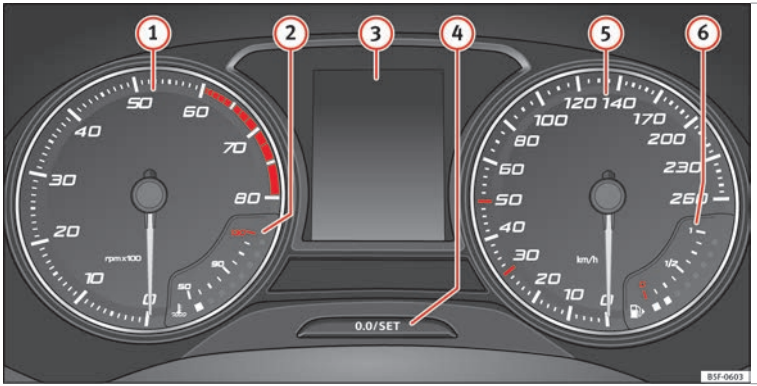

Fig. 113 Instrument panel, on dash panel
The rev counter indicates the number of engine revolutions per minute ››› Fig. 113 (1).
Never allow the rev counter needle (1) ››› Fig. 113 to go into the red zone on the scale for more than a very brief period, otherwise there is a risk of engine damage.
A variety of information can be viewed on the instrument panel display ››› Fig. 113 (3) depending on the vehicle equipment:
- Briefly press the button ››› Fig. 113 (4) to reset the trip recorder to 0.
- Keep the button (4) pressed for about 3 seconds and the previous value will be displayed.
- To set the time, keep the button ››› Fig. 113 (4) pressed for more than 3 seconds to select the hour or minute display.
- To continue setting the time, press the upper or lower part of the button (4). Hold button down to scroll through the numbers quickly.
- Press the button (4) again in order to finish setting the time.
Hold the button ››› Fig. 113 (4) down for more than 15 seconds to display the identifying letters of the vehicle engine (MKB). To do this, the ignition must be switched on and the engine switched off.
The coolant temperature gauge (2) ››› **Fig. 113** only works when the ignition is switched on. In order to avoid engine damage, please read the following notes for the different temperature ranges.